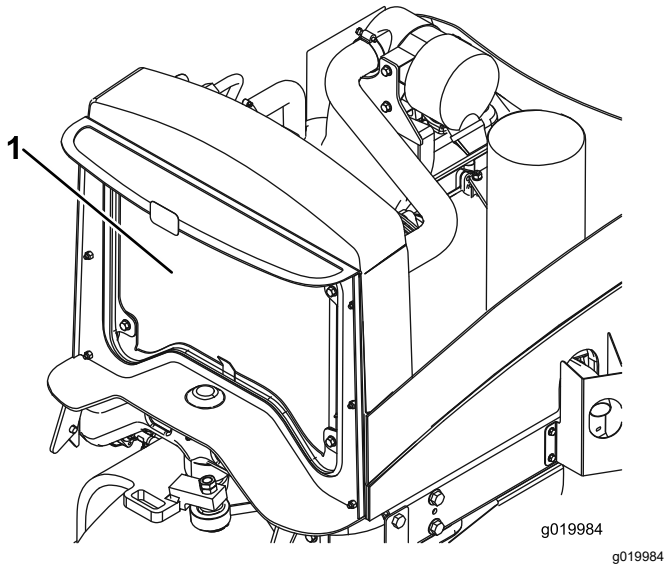

Figuur 60
2. Reinig beide zijden van de oliekoeler/radiateur grondig met perslucht (Figuur 60).